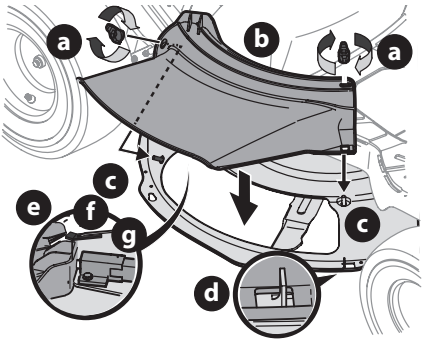

Figura 8
1. Extraiga las perillas de aleta (a) que instaló en la plataforma de corte y consérvelas para colocarlas posteriormente (Figura 8).
2. Coloque el canal de la plataforma (b) en la abertura de descarga de la plataforma. La parte trasera del canal de la plataforma debe estar debajo de la lengüeta (f) del soporte trasero de la plataforma (g). Los pernos prisioneros (c) de la superficie de la plataforma calzarán a través de los orificios de la parte superior del canal de la plataforma. La pequeña lengüeta (d) del borde de la plataforma calzará a través del recorte cuadrado de la parte inferior del canal de la plataforma (Figura 8).
¡IMPORTANTE! Compruebe que la porción superior trasera del canal de la plataforma (b) esté oprimiendo el interruptor de seguridad (e) ubicado en la superficie de la plataforma y debajo de la lengüeta (f) del soporte de la parte trasera de la plataforma (g). Las cuchillas no se accionarán si el canal de la plataforma no está (b) correctamente ubicado (Figura 8).
3. Sujete el canal de la plataforma (b) ajustando las perillas de aleta (a) que extrajo en el Paso 1 (Figura 8).